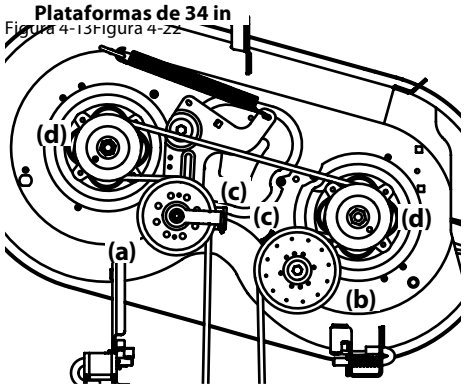
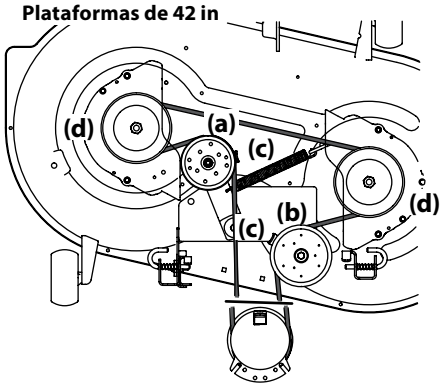

Figura 4-20
Figura 4-21
2. Afloje, pero no quite los accesorios a la derecha (a) y a la izquierda de la polea loca (b). Consulte la Figura 4-20 para las plataformas de 34 in, la Figura 4-21 para las plataformas de 42 in, la Figura 4-23para las plataformas de 54 in.